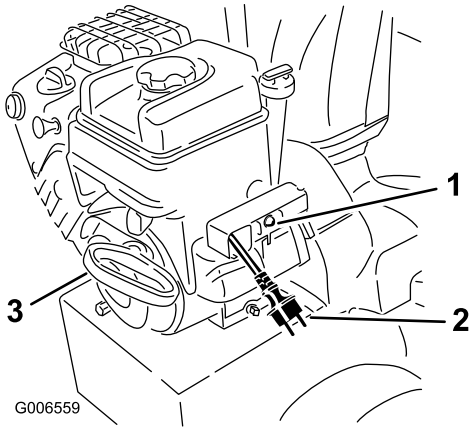

**Figure 30**
7. Start the snowthrower pulling the recoil starter or pressing the electric-starter button (all models except 38597) (Figure 30).